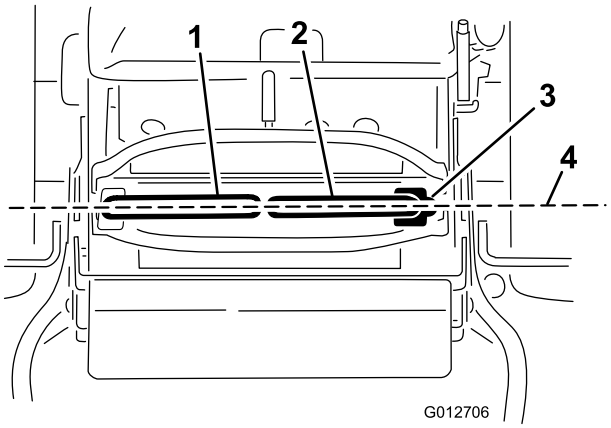

Figura 70
Importante: Certifique-se de que o alinhamento do cortador está correcto após o ajuste das alavancas de controlo de movimento. O ajuste do alinhamento e o alinhamento das alavancas de controlo de movimento da parte dianteira para a traseira é o mesmo procedimento (Figura 70).
1. Depois de ter concluído o alinhamento horizontal, verifique o alinhamento entre a frente e a traseira empurrando ligeiramente as alavancas de controlo para a frente para detectar alguma folga nas ligações das alavancas de controlo (Figura 70).